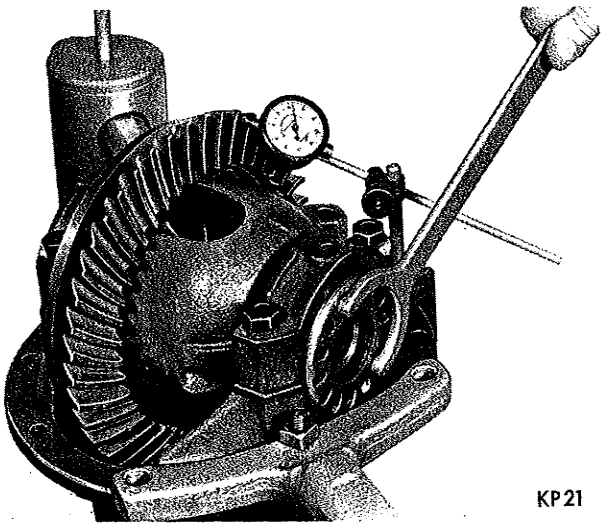

*Fig. 32—Measuring Backlash Between Drive Gear and Pinion*
(1) Attach a dial indicator Tool C-340 or C-3339 to carrier flange so pointer of indicator is squarely contacting one drive gear tooth (drive side) (Fig. 32).
(2) Measure backlash between drive gear and pinion at four positions, approximately 90 degrees apart. After point of least backlash has been determined, mark drive gear. **Do not rotate drive gear from point of least backlash until all adjustments have been completed.**
(3) Using Tool C-406A (spanner wrench) turn both bearing adjusters equally (in same direction) until backlash between drive gear and pinion is .0005 to .0015 inch. **This backlash variation is given to permit alignment and installation of the bearing adjuster lock, lockwasher and attaching screw. The adjuster must only be turned in a clockwise direction and under no circumstances should be backed off.**
(4) Install adjuster lock on bearing cap, back-face side of drive gear. Tighten lock screw to 15 to 20 foot-pounds.
(1) Turn bearing adjuster (tooth side of drive gear) (Fig. 32) in a notch at a time (notch referred to is the adjuster lock holes) until backlash between drive gear and pinion is a minimum of .006 to .008 inch. This will preload differential bearings and establish correct backlash.
(2) Tighten the remaining two differential bearing cap bolts to 85-90 foot-pounds.
(3) Install remaining adjuster lock, lockwasher and attaching screw. Tighten to 15-20 foot-pounds.